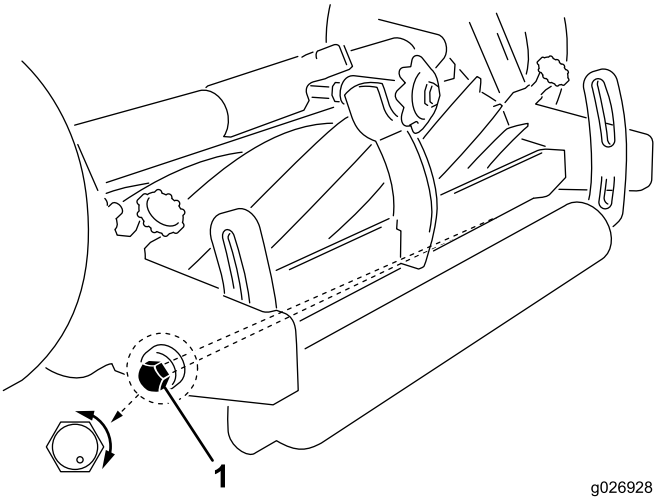

**Figure 6**
6. Parallel the bedknife to the reel by rotating the left bed–bar pivot bolt (Figure 6). The left pivot bolt has an offset thread which, when rotated, acts as a cam to raise or lower the bedbar. On the left hand pivot bolt there is an offset dot (Figure 6) which denotes the thread of the bolt. When the dot is in the up position (Figure 6) the left end of bedbar is raised. As the bolt is turned clockwise and the dot is lowered, so is the left end of the bedbar. The identification dot is to be positioned within the rear (180 degree) position when adjusting.